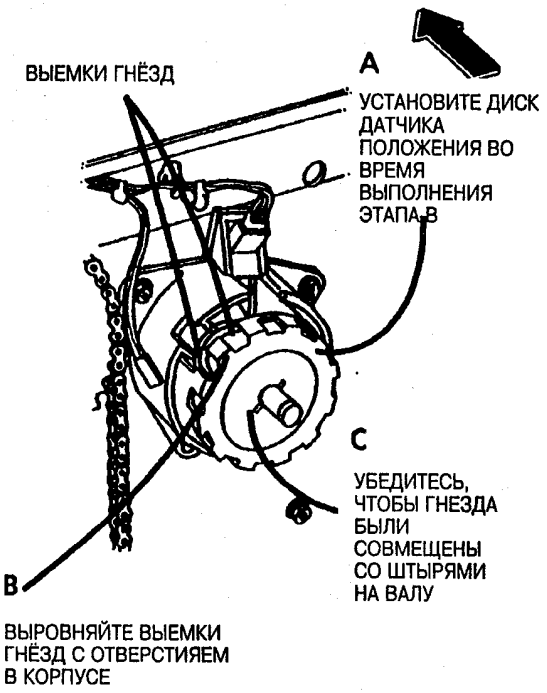

Рис. 2. Установите диск датчика положения
1. (Рис. 2): Установите диск датчика положения.